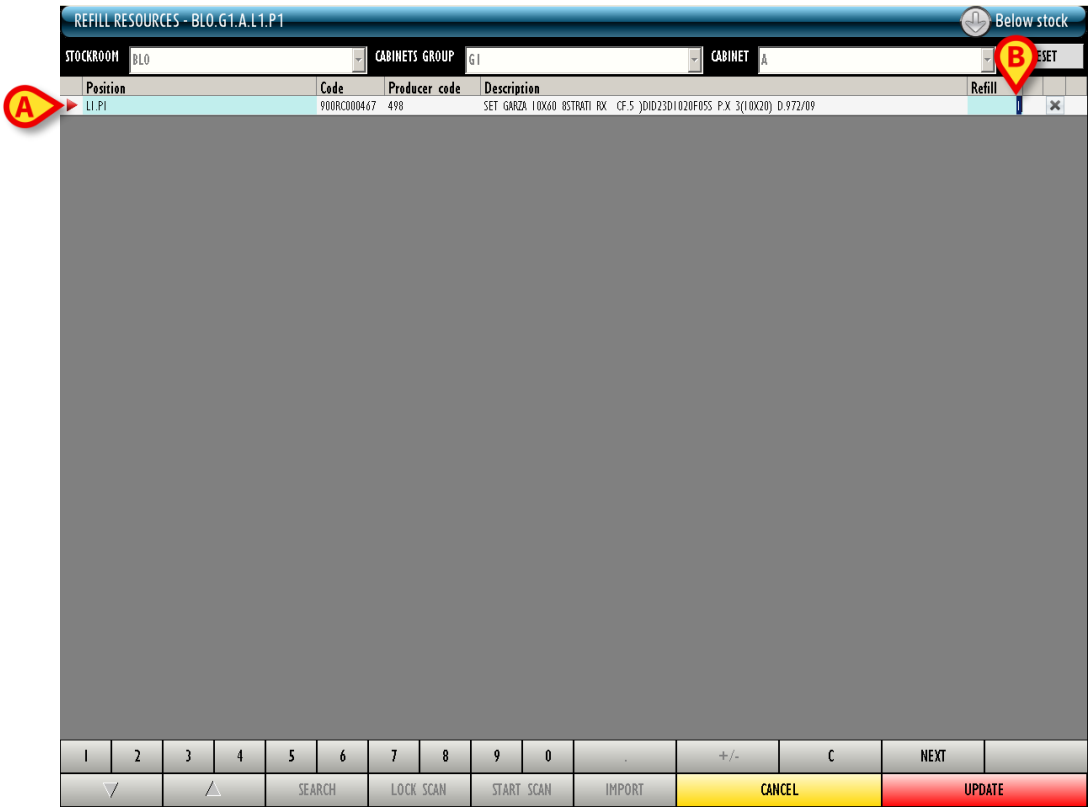

Fig 287
The “Resources refill” screen is displayed (Fig 287). The selected resource is there displayed (Fig 287 **A**).
- Specify the “refill” quantity in the “Refill” field (Fig 287 **B**)